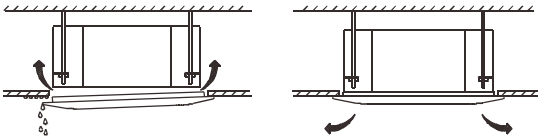

Fig. 20 — Eliminate Space
3. After installing the decoration panel, ensure there is no space between the unit body and the decoration panel. Otherwise air may leak through the gap and cause dewdrops (see Fig. 20).